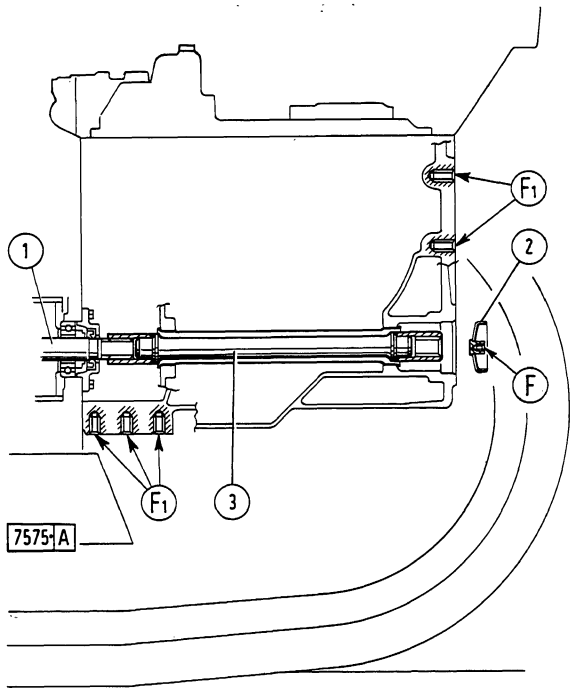

Fig. 7-20 Power take-off in position on machine
Power take-off splined shaft (1, fig. 7-20) is coupled to rear end of reverse speed clutch shaft and is accessible from rear of machine after removal of transmission housing plug (2) using extraction hole provided (thread M12 x 1.25). A splined extension shaft (3) is available on request to bring the axle drive to rear end of transmission housing.
Transmission shaft output spline dimensions (1, fig. 7-20):
Extension spline dimensions (3, fig. 7-20):